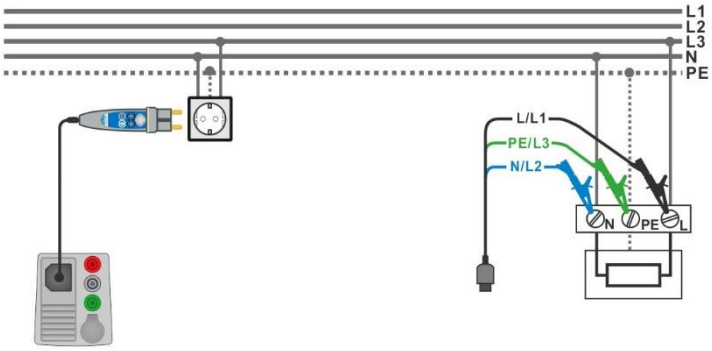

Figure 7.41: Connection of Plug commander and 3-wire test lead
- Connect 3-wire test lead or Plug commander to the object under test, see ***Figure 7.41***.